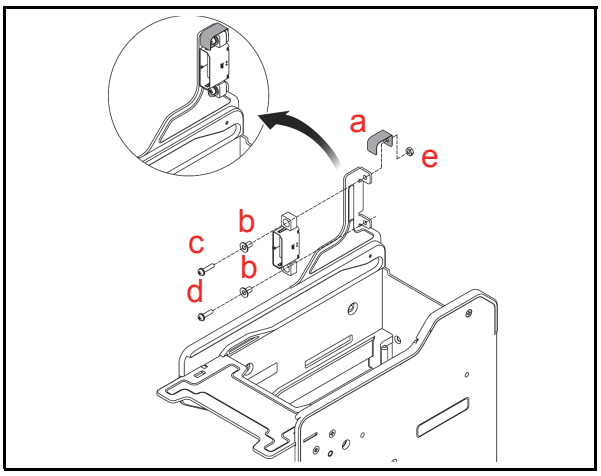

Figure 2-1 Interface Harness Installation Location
1. Install the Interface Harness to the Frame Grounding Plate (FG PLT) (See Figure 2-1 a) using the two (2) Floating Collars (See Figure 2-1 b), the single (1) M2.6x12 W Washer (See Figure 2-1 c), the single (1) M2.6x10 W Washer (See Figure 2-1 d) and the single (1) M2.6 Nylon Nut (See Figure 2-1 e) onto the Frame Assembly. See the Figure 2-1 circled inset to visually see the assembly completed as required.